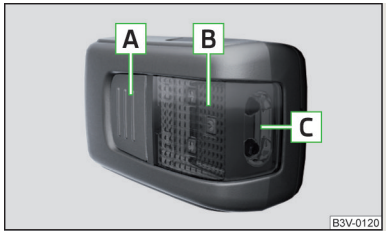

Fig. 132
Descripción de la luz » fig. 132
› Presionar la tecla A » fig. 132, la luz se enciende al 100 % de su intensidad.
- Si no se apaga la lámpara y está colocada correctamente en el soporte, los diodos LED en la parte delantera de la lámpara C » fig. 132 se apagan automáticamente.